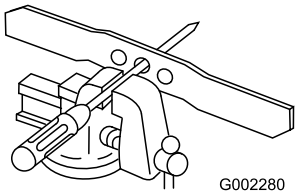

Bild 30
1. Prüfen Sie die Auswuchtung des Messers, indem Sie das mittlere Loch im Messer über einen Nagel oder einen Schraubenzieherschaft hängen, den Sie horizontal in einen Schraubstock einklemmen (Bild 30).